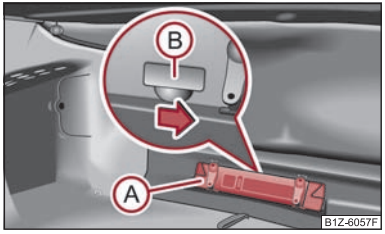

Fig. 28 Déverrouillage de secours de la malle AR
– Sortez le triangle de signalisation* (A) ⇒ fig. 28.
– Poussez la manette dans le sens de la flèche afin de déverrouiller la malle AR. Cette manette se trouve sous le cache (B).